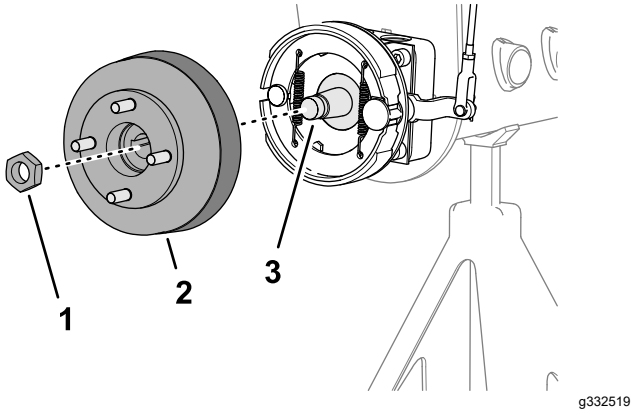
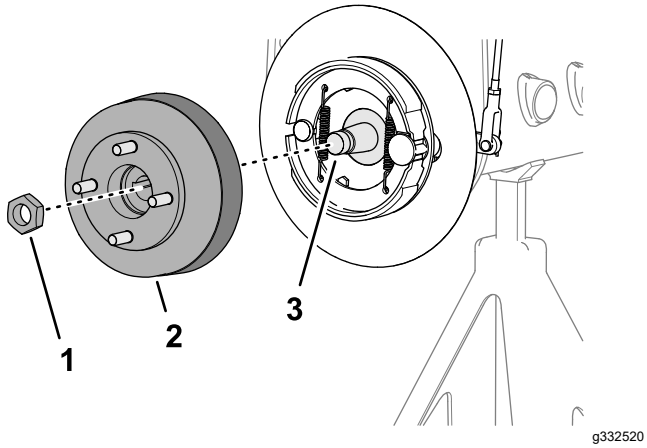

Figur 65
Figur 66
1. Fjern låsemøtrikken, der fastgør navet til hjulmotorakslen (Figur 65 eller Figur 66).
4. Anvend den angivne hjulnavaftrækker til at fjerne hjulnavet og bremsetromlen fra hjulmotorakslen (Figur 65 eller Figur 66).